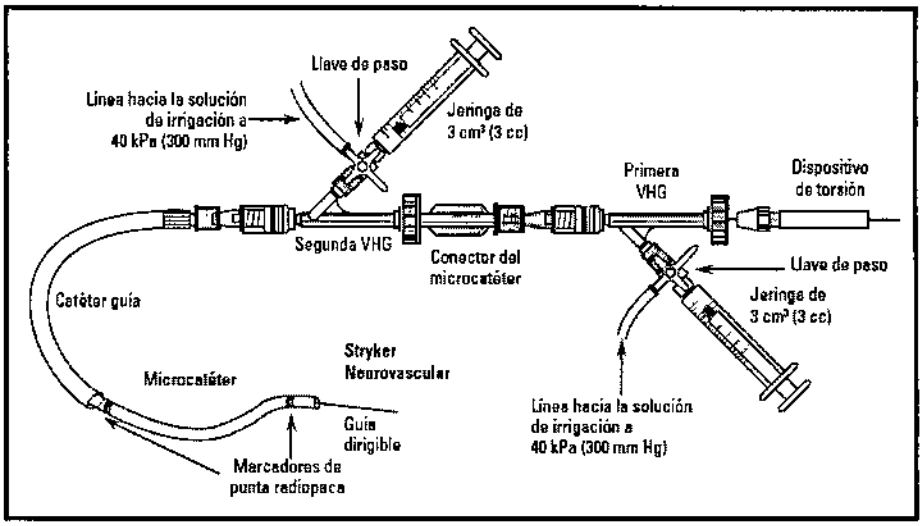

Figura 1. Ejemplo de una configuración de irrigación continua
4. Deslice el dispositivo de torsión sobre el extremo proximal de la guía siguiendo la Figura 1 y asegúrelo.
La configuración para irrigación continua recomendada se muestra en la Figura 1. Las VHG proporcionan un sello hermético del fluido y se acoplan al catéter guía y al microcatéter. Las llaves de paso se acoplan al brazo lateral de la VHG y se convierten en orificios de infusión para una adecuada irrigación o inyección de medio de contraste.
2. Abra el tornillo de ajuste de la VHG e introduzca con cuidado el conjunto de microcatéter y guía en la VHG del catéter guía (segunda VHG que se muestra en la Figura 1). Ajuste la válvula con la junta tórica alrededor del microcatéter lo suficiente como para evitar el flujo inverso pero no tanto como para impedir el avance del microcatéter.